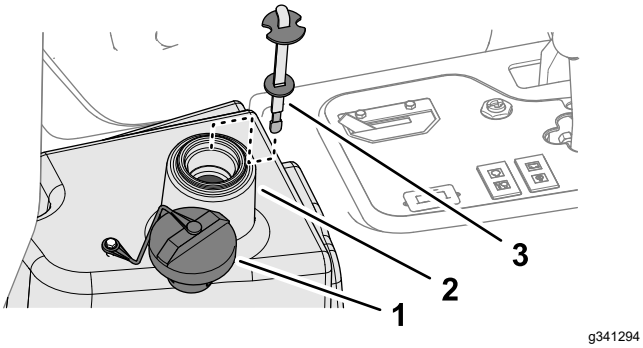

**Figur 91**
4. Fyll tanken (Figur 91) med cirka 22,7 liter hydraulvätska. Se Specifikation för hydraulvätskan (sida 60).